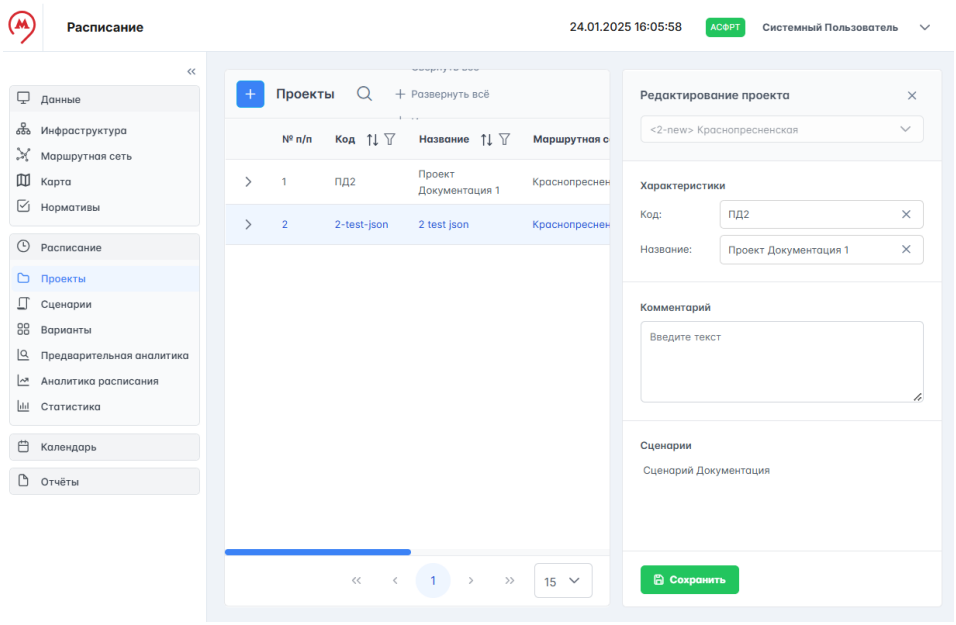

Рисунок 150 – Редактирование проекта
1. В строке записи проекта нажать на , откроется окно подтверждения удаления (рисунок 150).